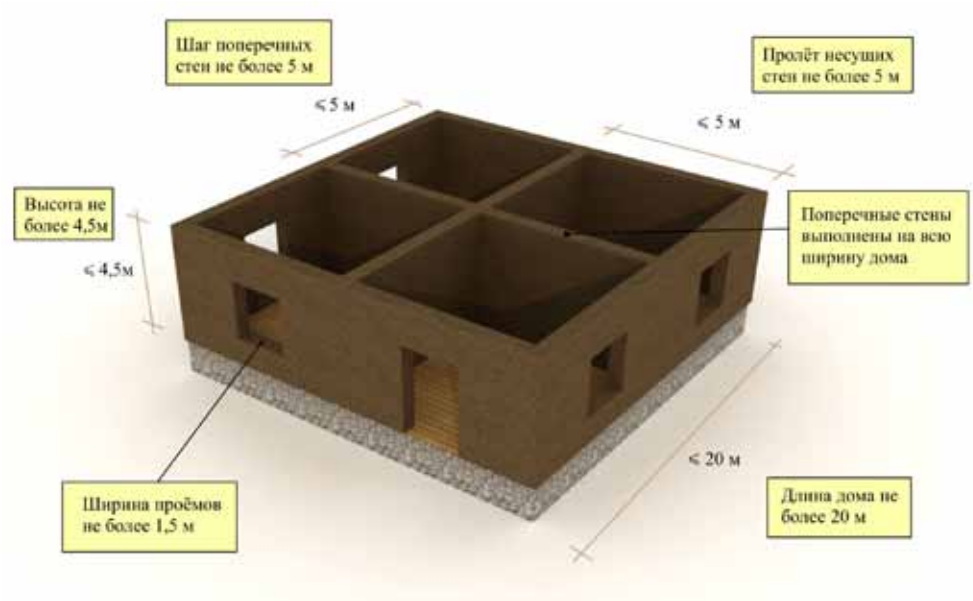

Рис. 4.1. Предельные параметры дома из сырцового кирпича и глинобита (пахсы)
- при следующих параметрах (таблица 4.1) построенного дома (рис. 4.1):